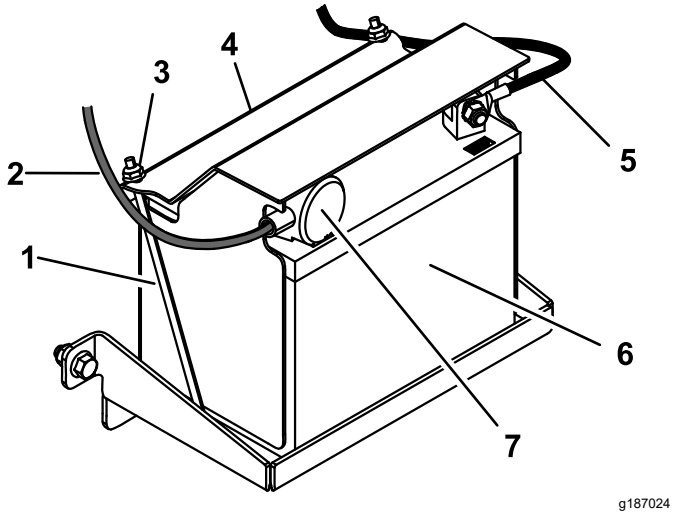

Figura 28
1. Coloque la batería en la bandeja y sujételo con la tapa de la batería, 2 varillas de sujeción, y 2 tuercas (Figura 28).
4. Deslice la cubierta de goma roja sobre el borne positivo de la batería (Figura 28).